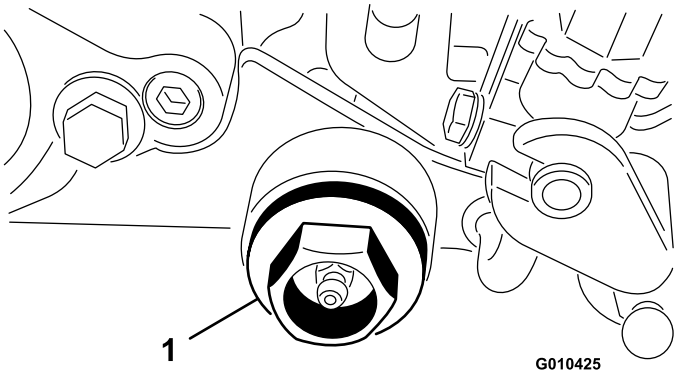

Figur 36
10. Ta bort ändmuffen från trimsatshuset (Figur 36).